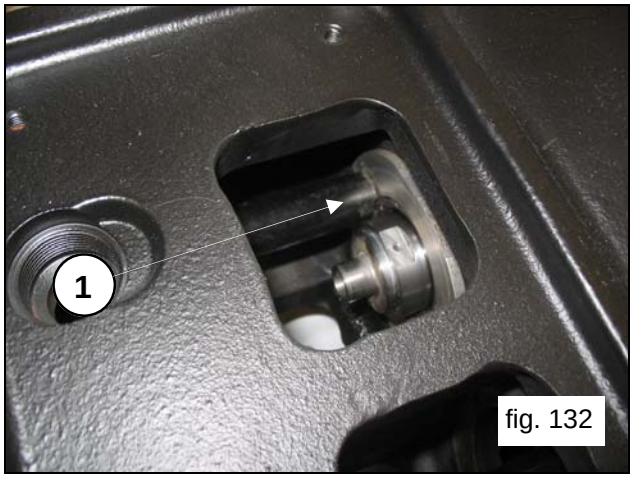
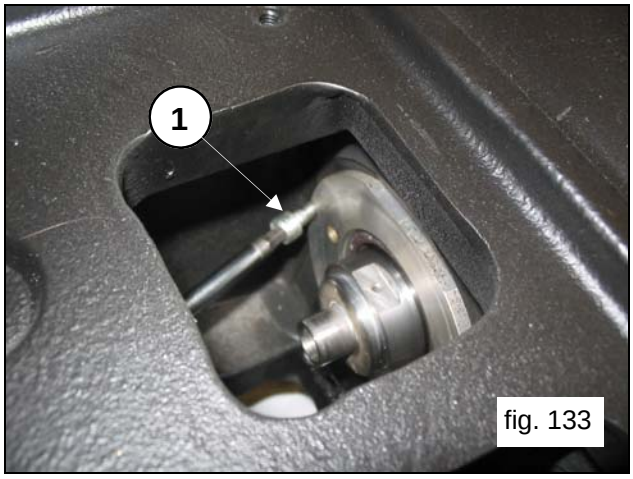

fig. 132
fig. 133
Perfectly insert the cover into its seat (pos.①, fig.132) being careful not to damage the oil seal lip. Fasten the oil seal cover with 2 M6x14 screws (pos.①, fig.133).